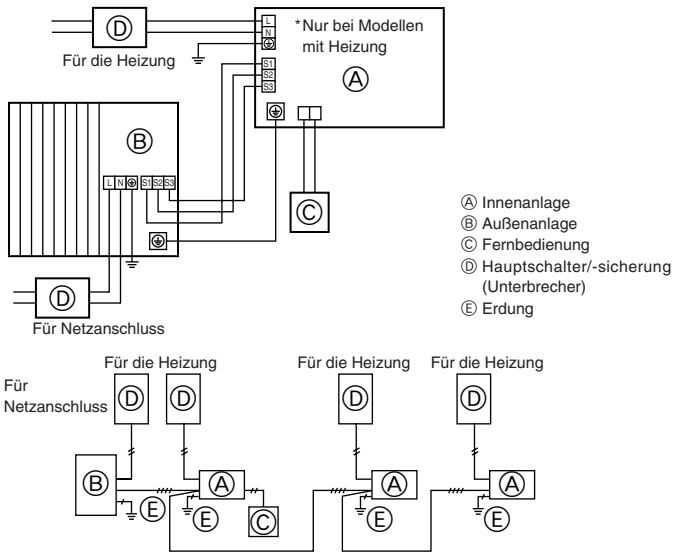

Fig. 6-1
6.1. Außenanlage (Fig. 6-1, Fig. 6-2)
① Die Bedienungsplatte abnehmen.
② Die Kabel gemäß der Abb. 6-1 und der Abb. 6-2 verdrahten.